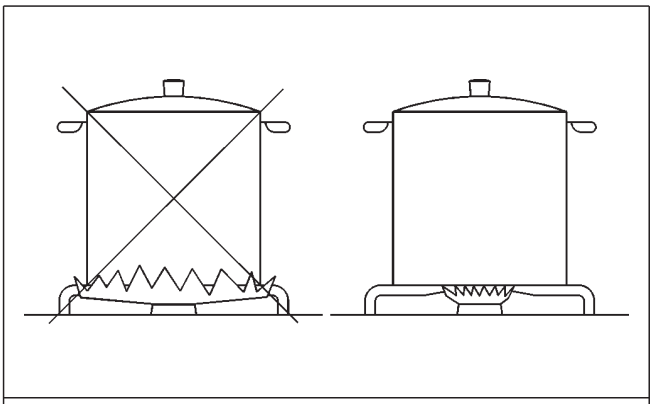

FIG. 2
- använd kastruller som är lämpliga för brännaren som används (se följande tabell och fig. 2).